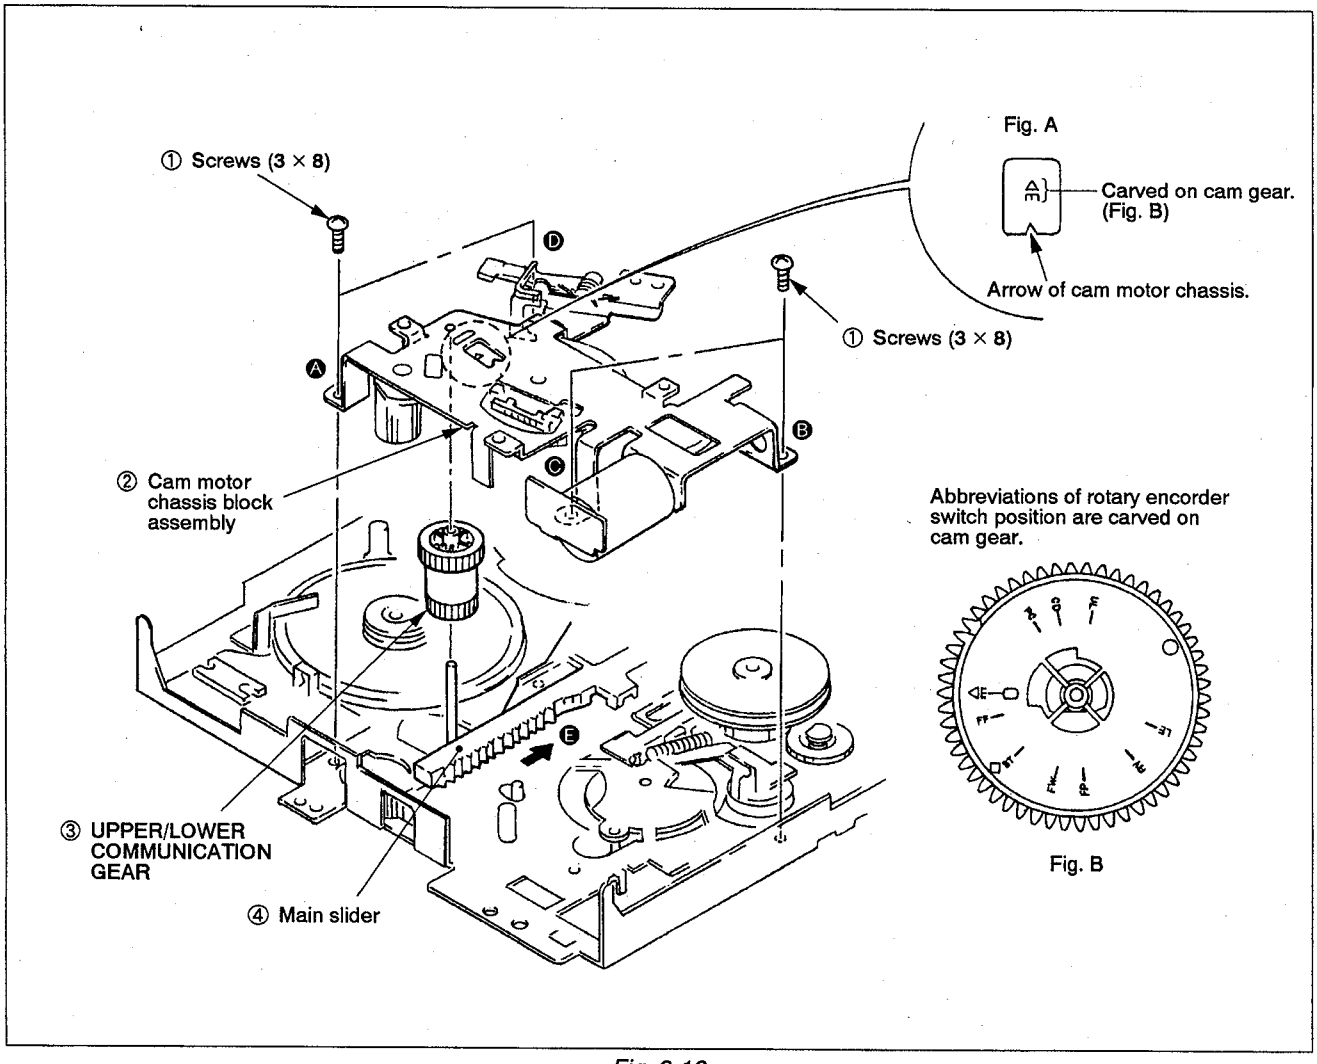

Fig. 3-18
3-16. CAM MOTOR CHASSIS BLOCK ASSEMBLY, UPPER/LOWER COMMUNICATION GEAR (Fig. 3-18)
1) Set the mechanism to the loading-end condition referring to 1-1. (Cam gear indicates "LE". (Refer to Fig. A and B of Fig. 3-18.))
2) Remove tension spring ① in the order Ⓐ to Ⓑ.
3) Remove stopper washer (2) ② to pull out TG1 assembly ③.